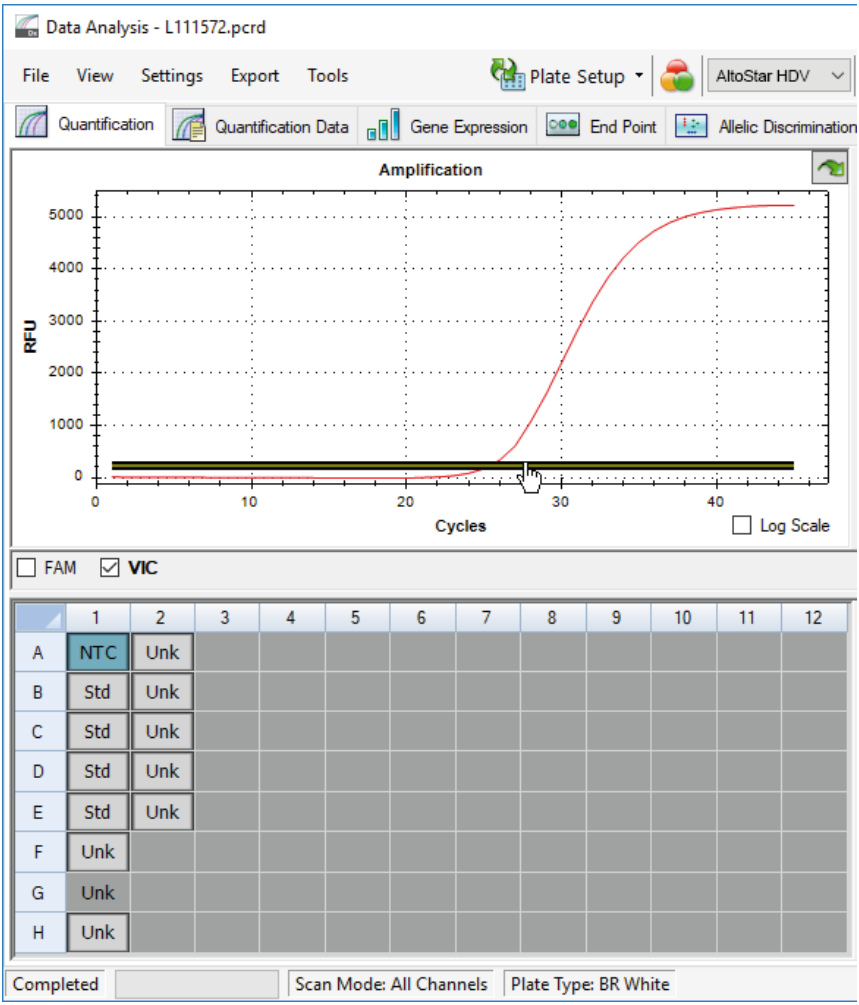

Figura 9: Ventana Data Analysis (análisis de datos): configuración del umbral VIC™
2. En la parte izquierda de la ventana Data Analysis (análisis de datos) marque únicamente la casilla de verificación **VIC** para el canal de detección del IC (consulte la figura 9).
3. Seleccione únicamente el pocillo de NTC en la vista de placa de la ventana Data Analysis (análisis de datos) (consulte la figura 9).
4. Arrastre el umbral hasta el área exponencial de la señal de NTC (consulte la figura 9).